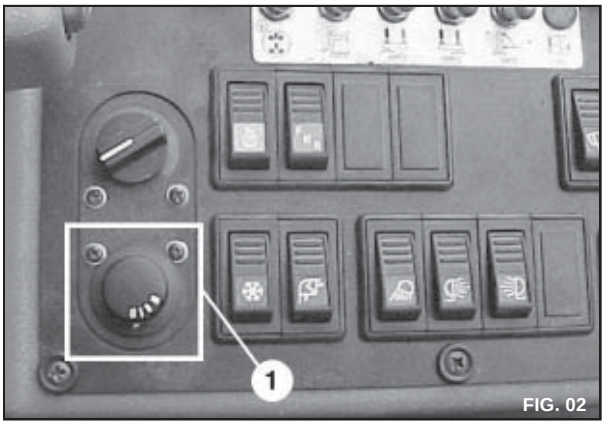

FIG. 02
1. A ventoinha do evaporador tem 3 (três) velocidades, as quais são controladas girando o interruptor da ventoinha em sentido horário (FIG 02).